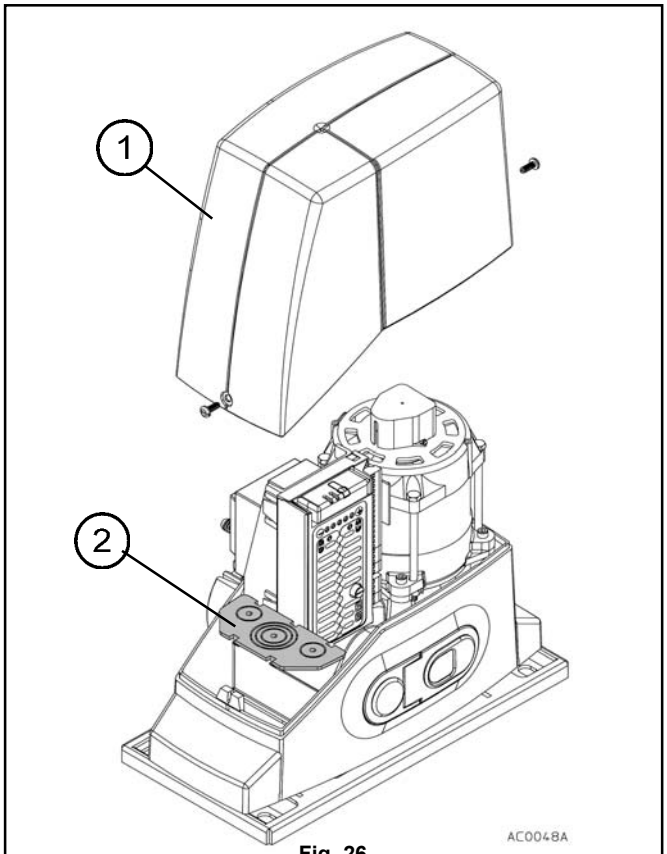

Fig. 26
a) Per accedere alla centrale smontare il coperchio del riduttore (1 fig. 26) togliendo le due viti laterali di fissaggio (operazione già effettuata nel posizionamento e installazione motoriduttore).
b) Aprire nella porta pressacavi (2 fig. 26) i fori prefustellati, inserire i pressacavi idonei al mantenimento del grado di protezione, quindi infilare attraverso i pressacavi i cavi necessari ai collegamenti (tenere separati i cavi con 230 V da quelli a bassissima tensione).